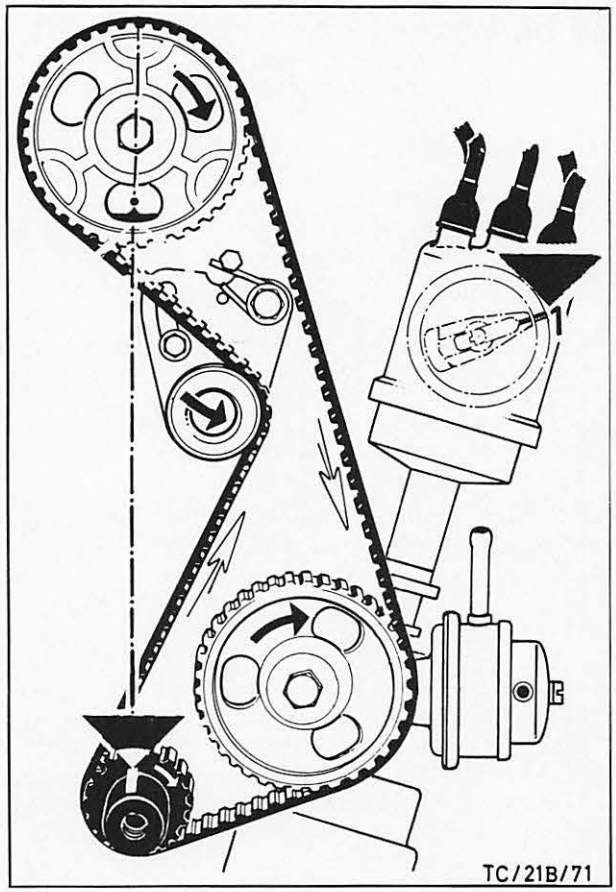

Abb. 307 Kolben des 1. Zylinders auf O.T.-Stellung
12. Überprüfen, ob Nockenwelle und Kurbelwelle auf O.T.-Markierung 1. Zylinder stehen. Zündverteiler einbauen und ebenfalls auf Markierung 1. Zylinder stellen, Abb. 307.